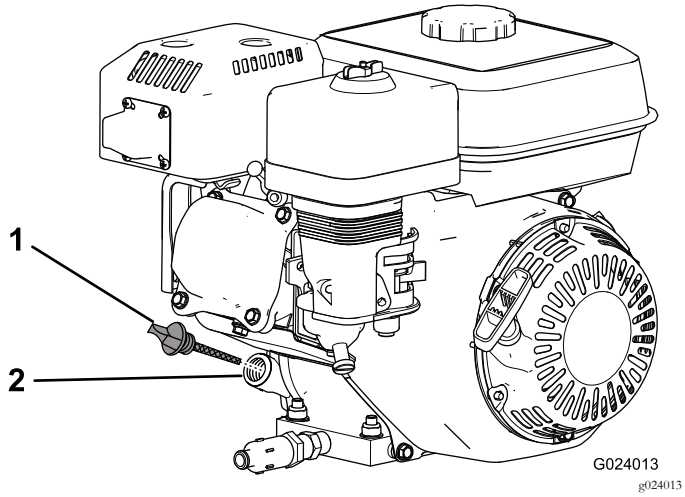

Figuur 18
2. Schakel de motor uit, wacht tot hij afgekoeld is en maak schoon rond de olievuldop/peilstok (Figuur 18).